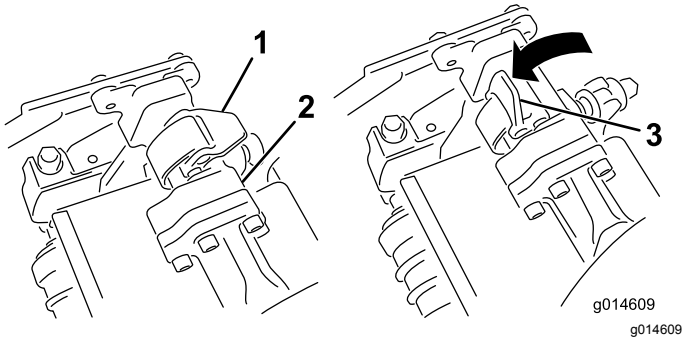
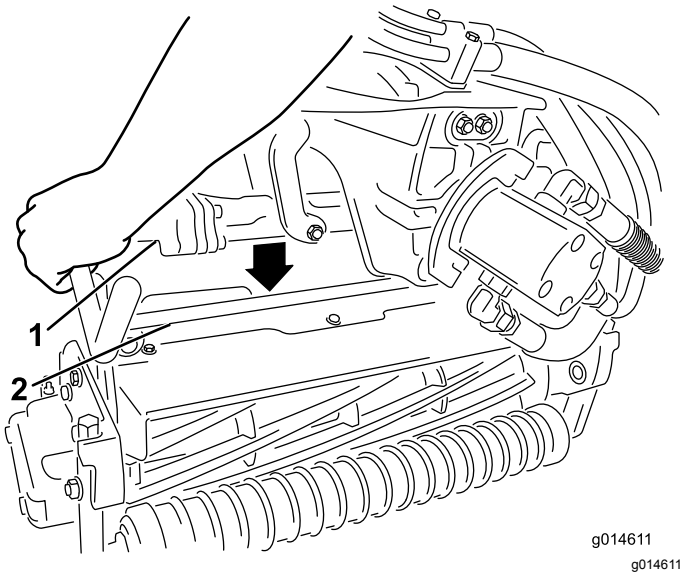

**Figur 43**
**Figur 44**
3. Mens låsehåndtagene på affjedringsarmen peger opad (dvs. er åbne) (Figur 43), skal du skubbe affjedringsarmen ned, så stangen kan sættes over tværstangen på klippeenheden øverst oppe (Figur 44).
4. Luk låsehåndtagene ned og omkring klippeenhedens stang, og lås dem på plads (Figur 43).
4. Åbn låsehåndtagene på affjedringsarmens stang på klippeenheden, som du fjerner (Figur 43).